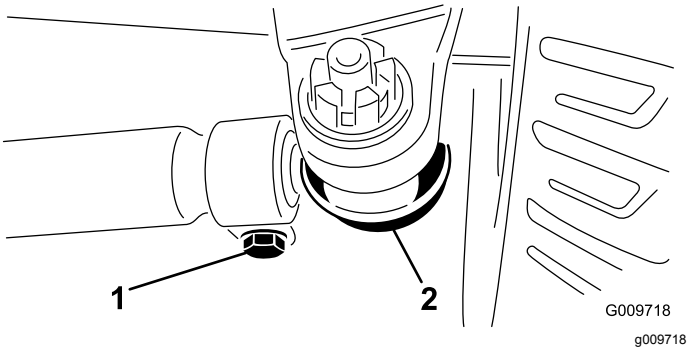

Figur 71
2. Justera genom att ta bort saxpinnen och muttern från varje kulled på dragstången (Figur 71), och avlägsna dragstångskulleden från stödet till axelhuset.
3. Lossa klämmorna på dragstängernas bägge ändar (Figur 71).
4. Vrid den lösgjorda kulleden inåt eller utåt ett (1) helt varv, och dra åt klämman i dragstångens lösa ände.